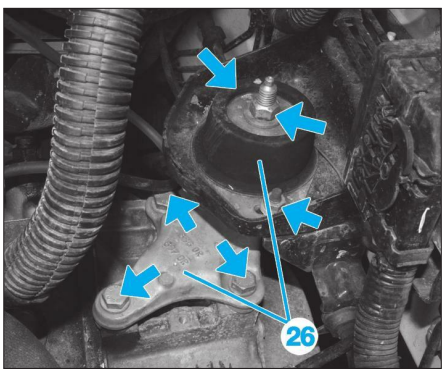

**Fig. 90**
- l'ensemble support moteur gauche (26) **(Fig.90)**,